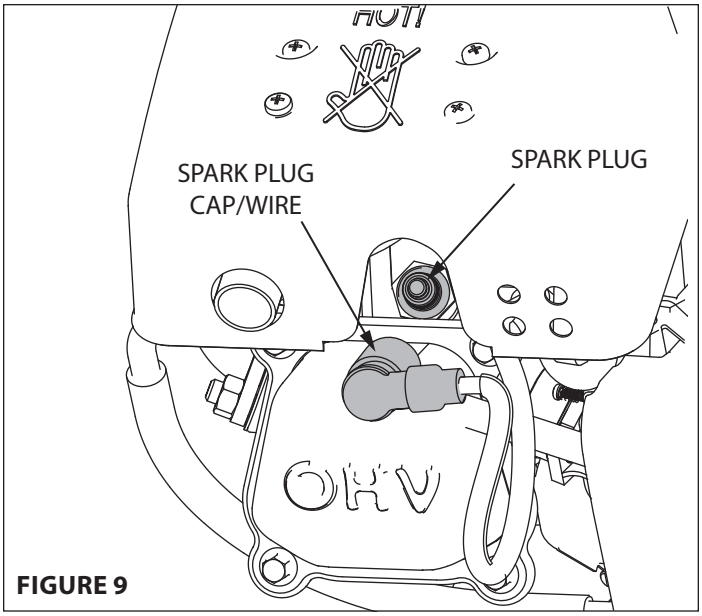

**FIGURE 9**
1. Detach spark plug wire and move away from spark plug. If the engine uses a battery, disconnect at negative terminal. **SEE FIGURE 9**